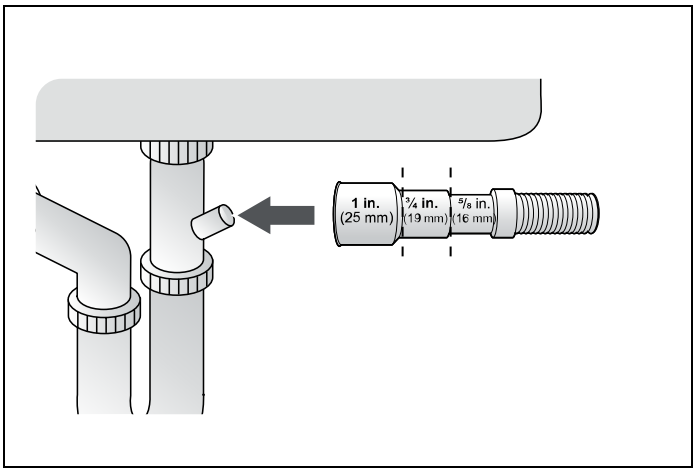

Fig. 16
3) Check the size of the sink drain hose connector. If needed, cut the drain hose so its end fits onto the sink connector (5/8″, 3/4″. or 1″. - as shown in Fig. 16). If the end of the drain hose does not fit onto the drain hose connector of the sink, use an adapter purchasable at a plumbing/hardware supply store.